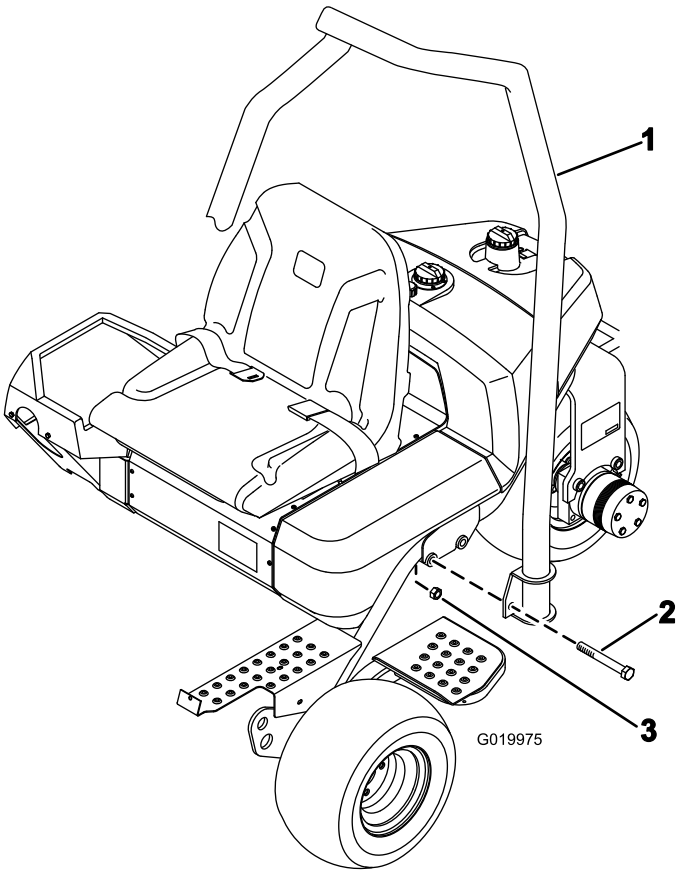

Figuur 7
1. Plaats de rolbeugel zo dat de bovenkant van de buis naar de voorkant van de machine wijst (Figuur 7).
2. Laat de rolbeugel op het frame zakken en zorg ervoor dat de montagegaten uitgelijnd zijn (Figuur 7).
3. Bevestig de uiteinden van de rolbeugel aan het frame met (2) bouten (5/8 x 4-1/2 inches) en borgmoeren zoals afgebeeld in Figuur 7. Vastdraaien met een torsie van 183-223 Nm.